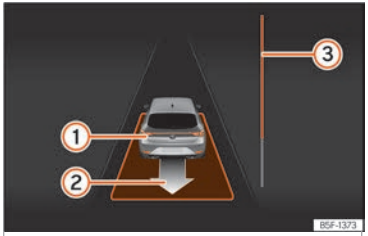

Fig. 201 Sur l'écran du combiné d'instruments : sortir d'une place de stationnement en créneau.
- Reculez jusqu'à ce que retentisse le signal continu du ParkPilot ; **OU :** reculez jusqu'à ce que l'indication de passer en marche avant apparaisse sur l'écran du combiné d'instruments. La barre de progression ››› **fig. 201** ③ indique la distance à parcourir ››› **page 311**.